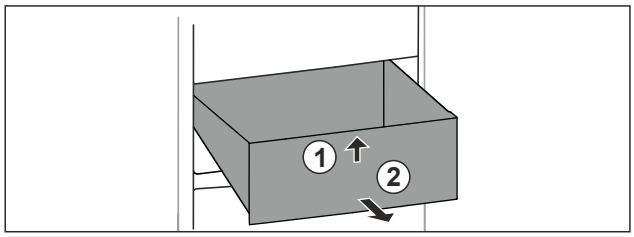

Fig. 16
- ▶ Soulever la partie avant du tiroir. *Fig. 16 (1)*.
- ▶ Retirer le tiroir par l'avant. *Fig. 16 (2)*